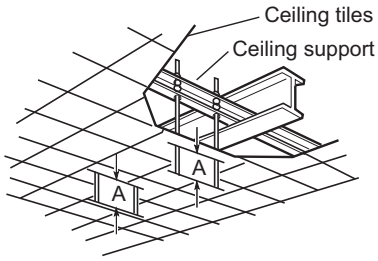

Fig. 2-79
b) Use existing ceiling supports or construct a suitable support (Fig. 2-79).